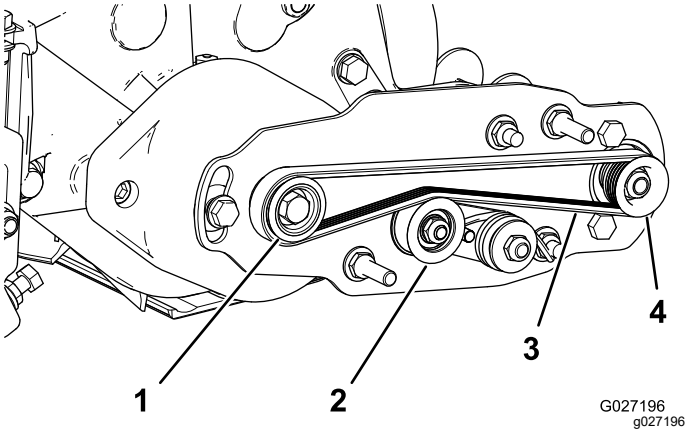

Figuur 16
- Leg de riem rond de **aandrijf**poelie en vervolgens over de bovenzijde van de spanpoelie (Figuur 16).